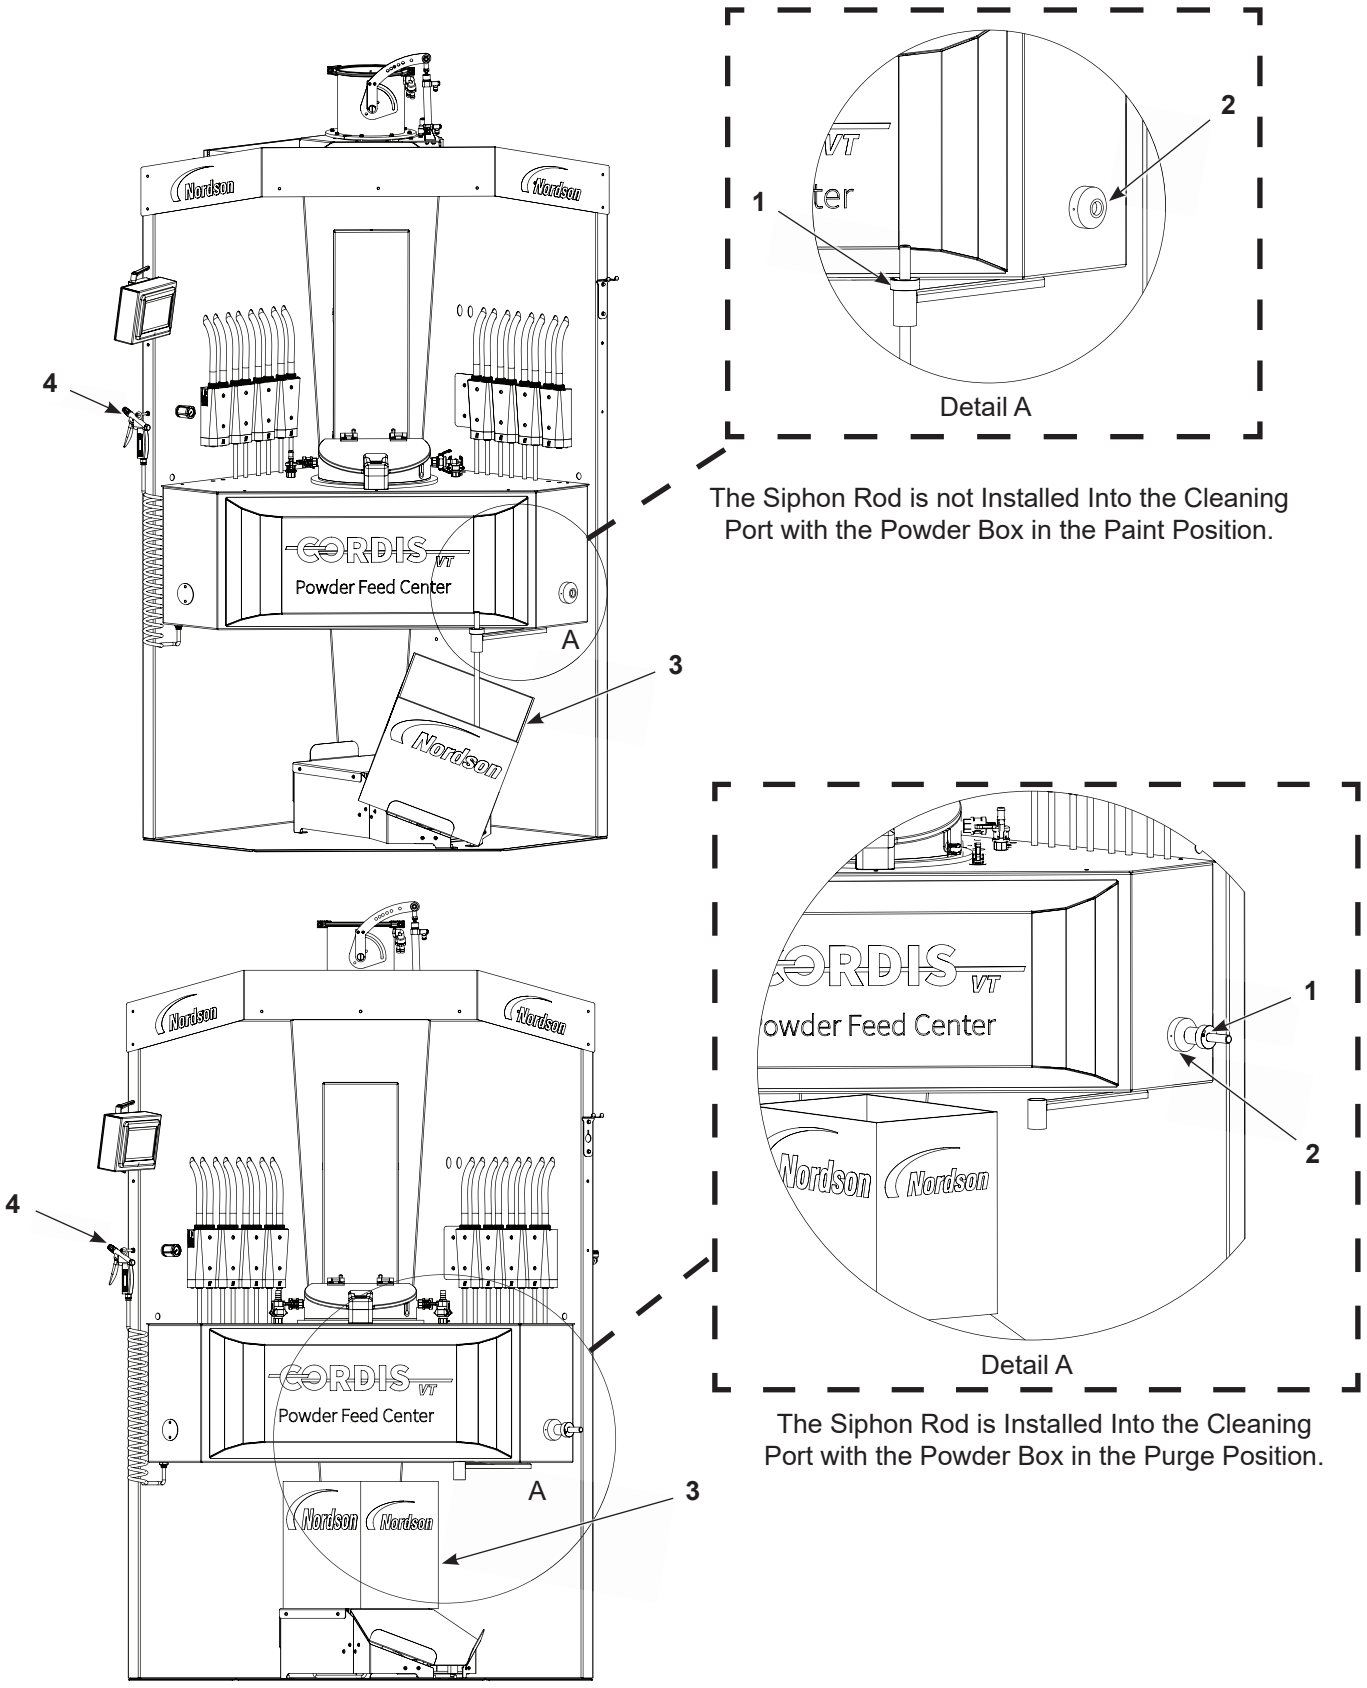
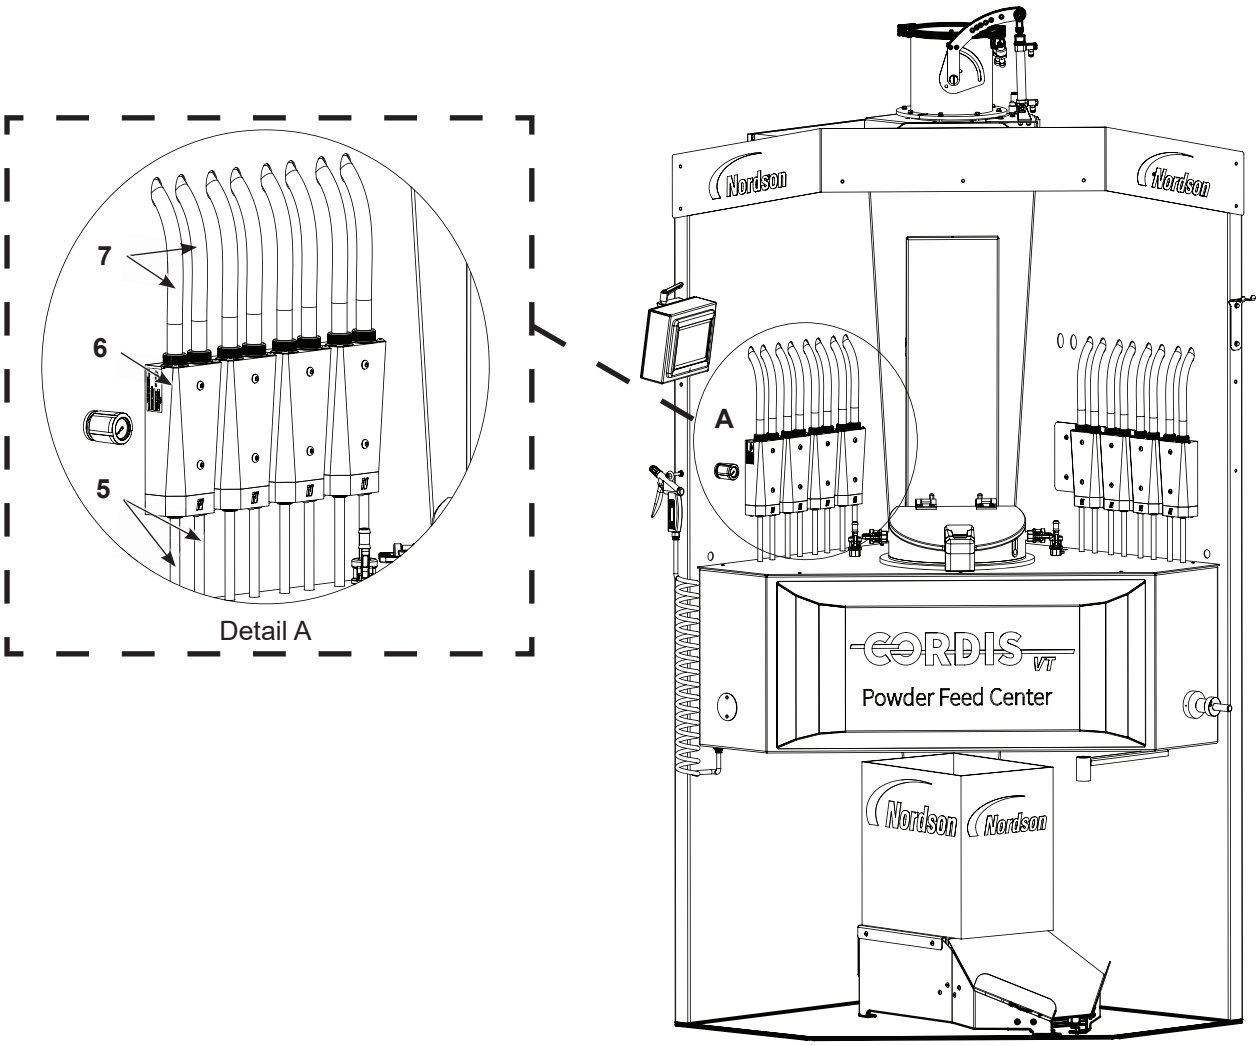
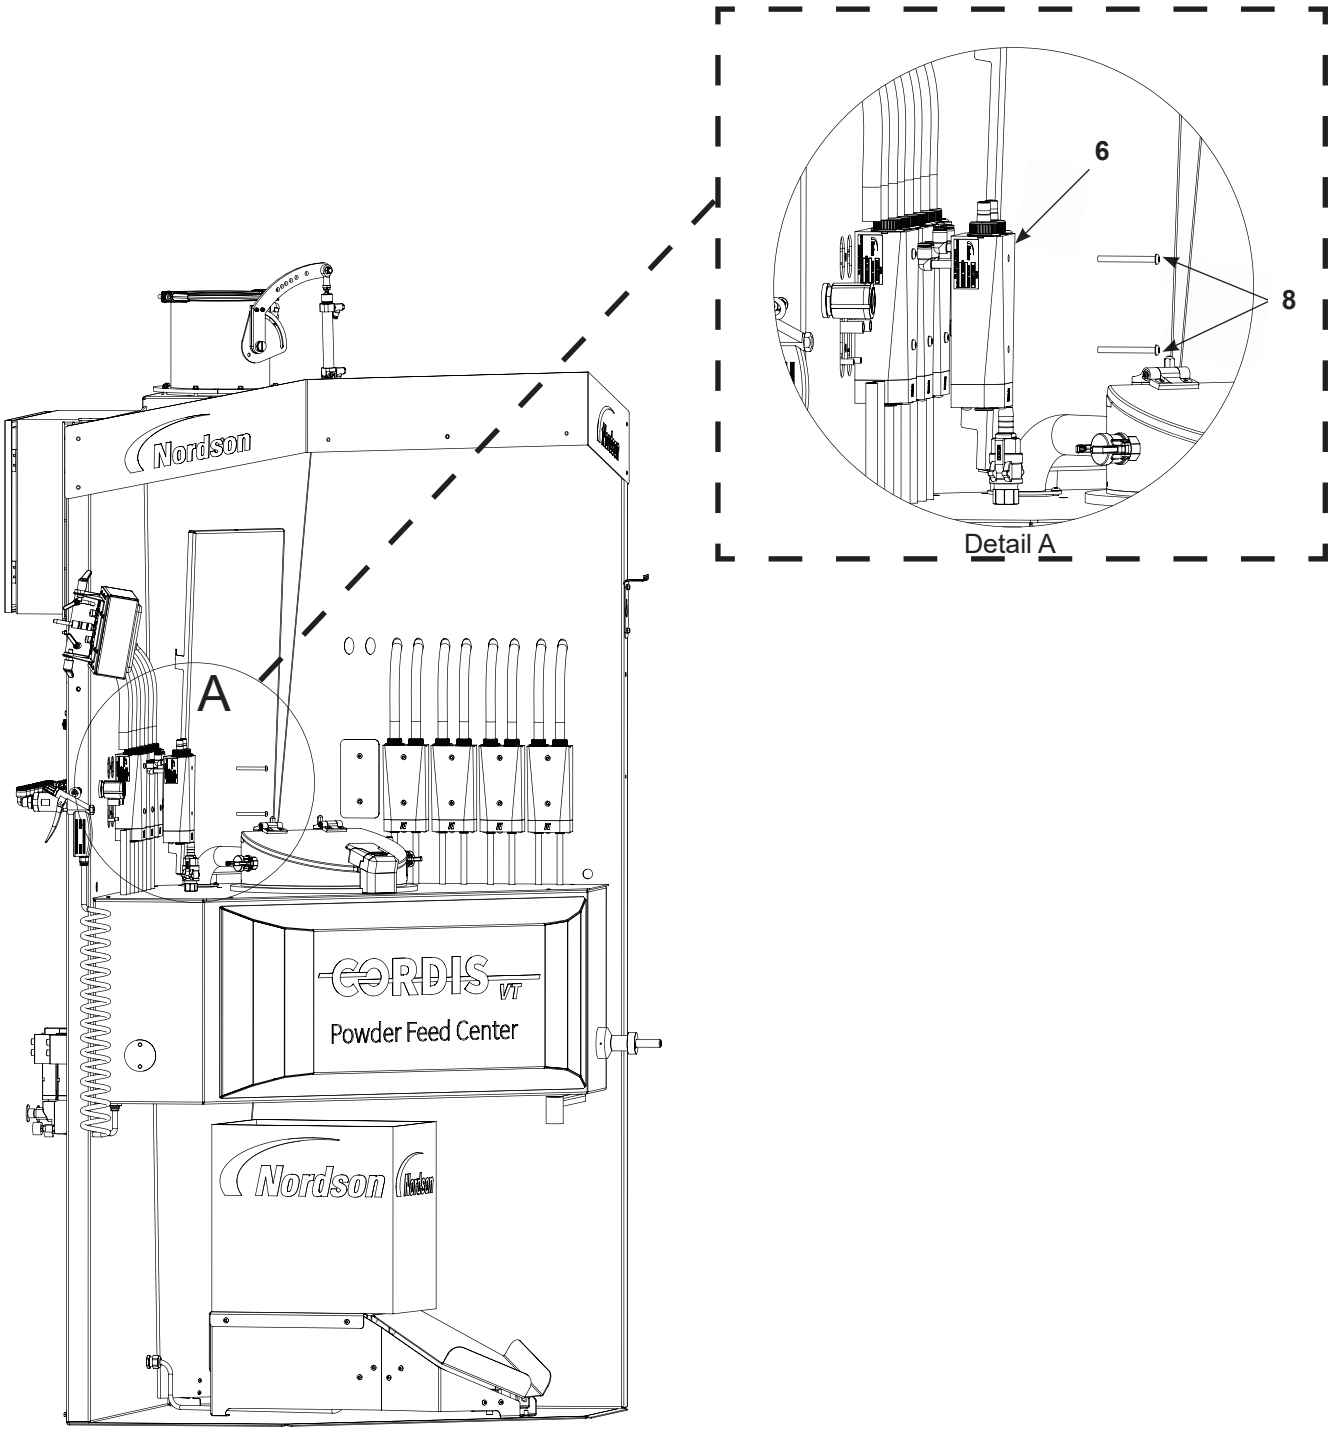

Figure 2 Siphon Rod Positioning (Feed Center Front View)
Figure 4 Tubing Removal From Dual Inline Pumps (Feed Center Front View)
Figure 5 Removal of Dual Inline Pump from Feed Center (Front View)
See Figure 2 through Figure 5.
2. See Figure 2. Remove the siphon rod (1) from the powder box (3), blow-off excess powder from the rod with the air applicator (4) and insert it into the cleaning port (2).
4. See Figure 4. Remove the clamps securing the delivery hoses (7) to the barb fittings located at the top of the dual inline pump (6).
5. Remove the delivery hoses (7).
6. Disconnect the siphon tubes (5) from the fittings located at the bottom of the dual inline pump (6).
7. See Figure 5. Utilizing a 4 mm hex key, remove the screws (8) securing the dual inline pump (6) to the feed center.